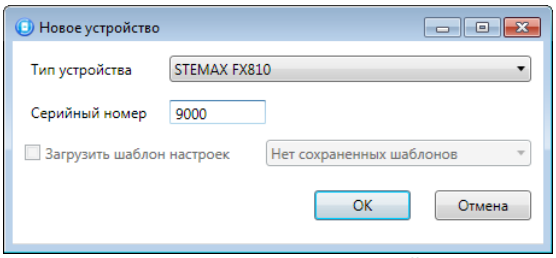

Рисунок 5.5 – Окно Новое устройство
- в открывшемся окне Новое устройство (см. рисунок 5.5):